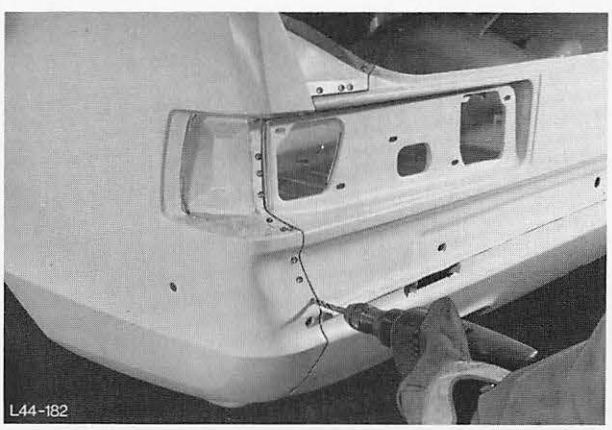

Abb. 179 Schweißpunkte ausbohren
6. Schweißpunkte an Rückwandblech und Schürze ausbohren, Abb. 179.